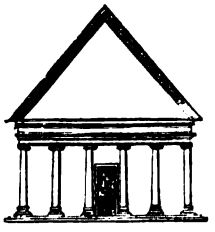

Fig. 3.
4. Our northern climate requires an acute pitch of roof to prevent the accumulation of snow and to resist weather.[5] The Greeks, whose climate is the reverse of ours, had their roofs and pediments exceedingly flat; nor could they be raised to our proper pitch without violating the character of their architecture. Fig. 3.